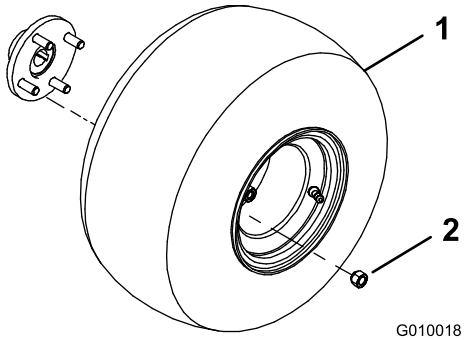

**Figur 3**
2. Monter en hjulenhed på hvert baghjulsnav (Figur 3).
3. Monter låsemøtrikkerne (Figur 3), og spænd dem til 61 til 75 Nm.